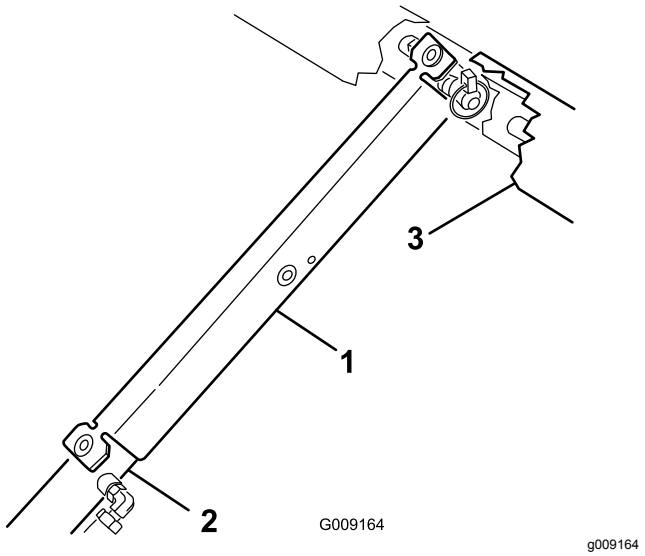

図 22
3. サポートをシリンダロッドにはめ込んで、安全サポートの端部でシリンダバレルの端とシリンダロッドの端を確実に支える図 22。